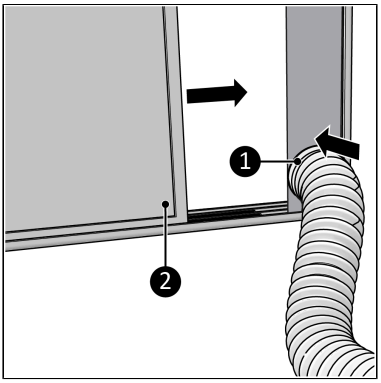

Figure 28.
4. Close the window (Figure 28, pos. 2). This will hold the window kit in place.
5. Connect the window kit connector to the window kit (Figure 28, pos. 1).